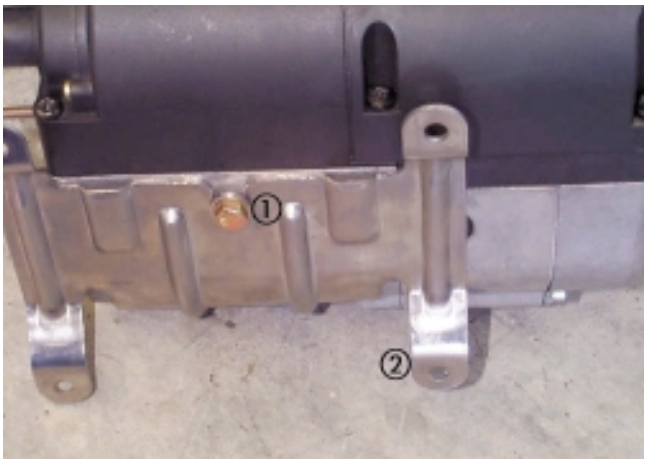

Bild 3
① Befestigungspunkt für die abgewinkelte Befestigungslasche
② Befestigungspunkt für den Halter aus Lochband (Verbindungsstück)
③ Befestigungspunkt für den Z-Halter aus Lochband
***HYDRONIC* befestigen** (siehe Bild 3 und 4)